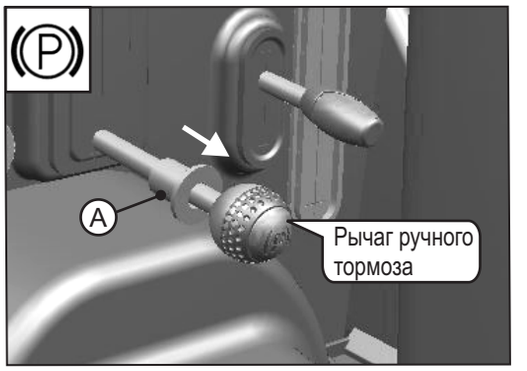

Рис. 4.17
- Потяните рычаг ручного тормоза вверх, чтобы включить ручной тормоз (Рис.4.17).
- Нажмите на штуцер (A, рис. 4.17) по направлению вперёд, надавите на рычаг ручного тормоза по направлению вниз и отпустите штуцер «A».